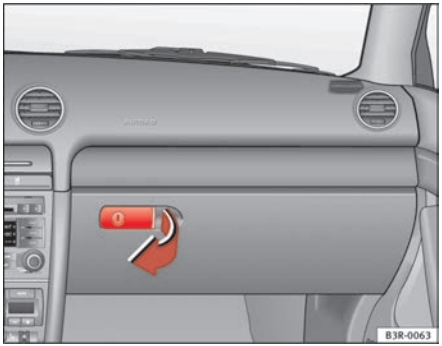

Fig. 129 Glove compartment
– Pull the handle on the lid in the direction indicated (arrow) ⇒ fig. 129 and open the lid.
– Open the glove compartment ⇒ page 149, fig. 129.